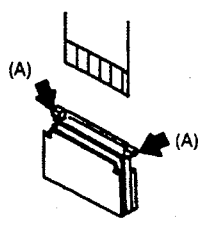

Fig. 1-6
(When removing, pull the position (A) and when installing, push the position (A), as illustrated in Fig. 1-6.)
2. Remove the 4 screws ①.
3. Remove the 2 screws ②.